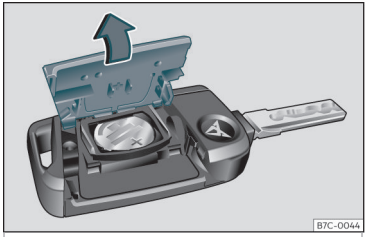

Fig. 67 Llave del vehículo: apertura de la tapa del compartimento para la pila.
- Retire la tapa en la parte trasera de la llave del vehículo ››› **fig. 67** en la dirección de la flecha ››› ❗.
• Coloque la tapa tal como se muestra ››› fig. 67 y presiónela en la carcasa de la llave del vehículo en sentido contrario a la flecha hasta que encastre.